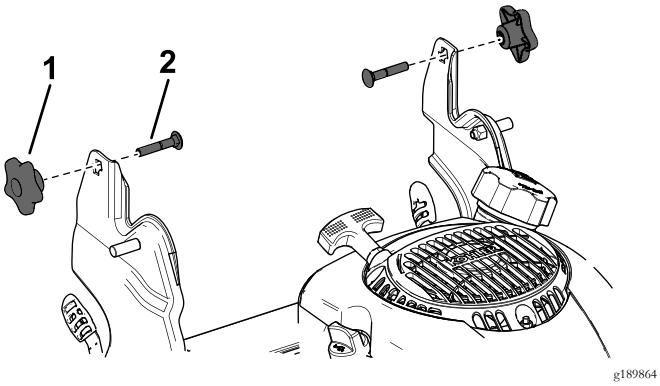

Figuur 25
3. Steek de slotbout (met de boutkop naar de binnenkant gericht) door de handgreep en de bovenste opening in het handgreepuiteinde. Trek aan de knoppen totdat de vierkante randen van alle slotbouten goed in de bijbehorende vierkante openingen passen (Figuur 25).